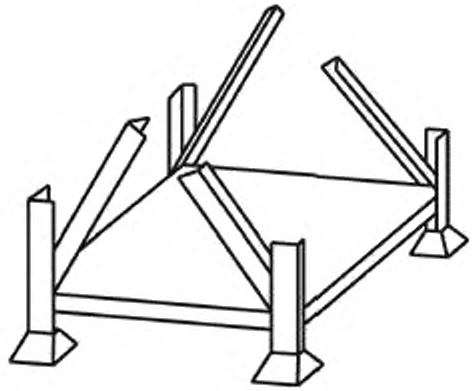

Рисунок 20 — Стоечный складной поддон
4.1.3 **стоечный складной поддон:** Стоечный поддон со складными стойками (см. рисунок 20).